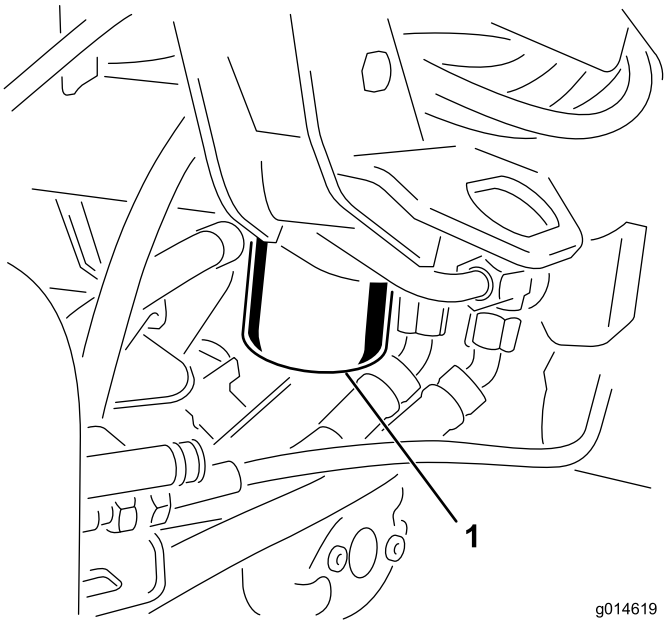

**Figur 49**
1. Rengör runt området där filtret monteras (Figur 49). Ställ ett avtappningskärl under filtret och ta bort filtret.